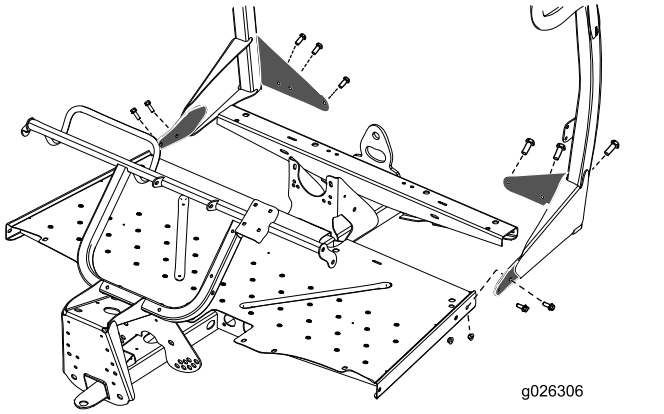

Figur 6
1. Plasser veltebeskyttelsen på maskinen som vist i Figur 6, med monteringshullene innrettet på sidene og bak.
3. Fest veltebeskyttelsen til sidene av gulvplaten med de resterende fire boltene (3/8 tomme) og fire mutterne (3/8 tomme) (Figur 6).